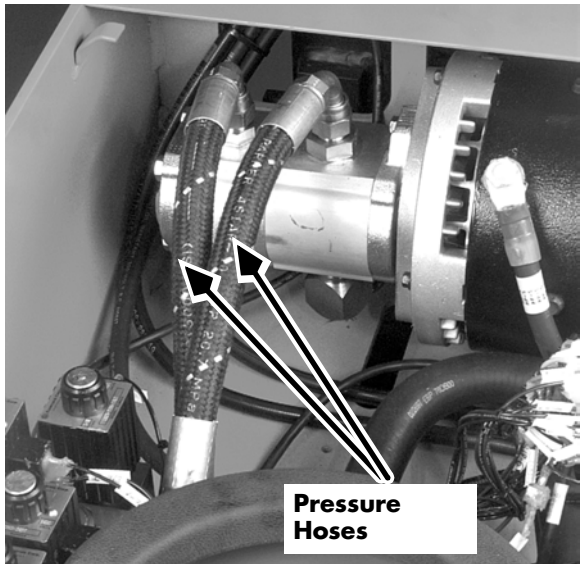

Figure 7-197: Lift Pump and Pressure Hoses
7. Remove the two lift pump pressure hoses at the pump. See Figure 7-197 on page 7-216.